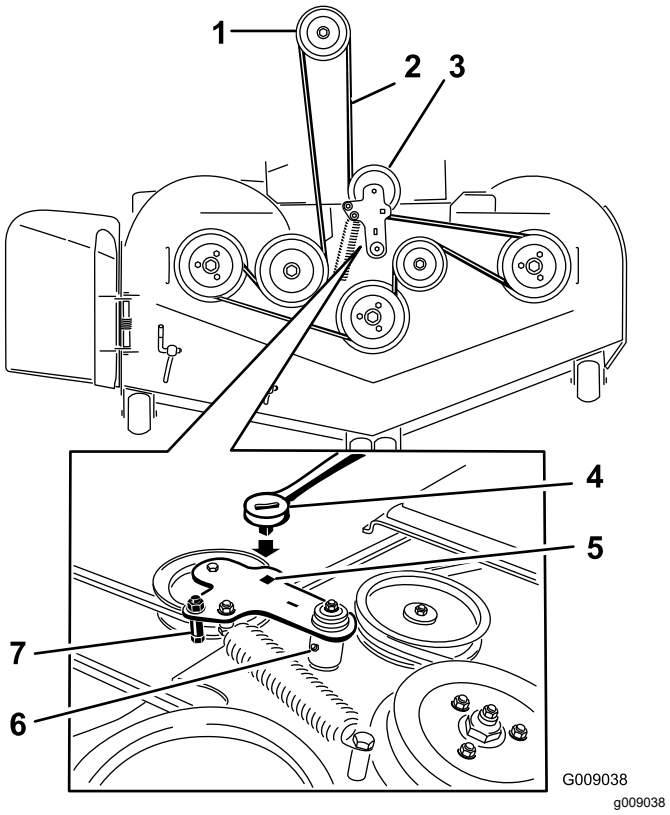
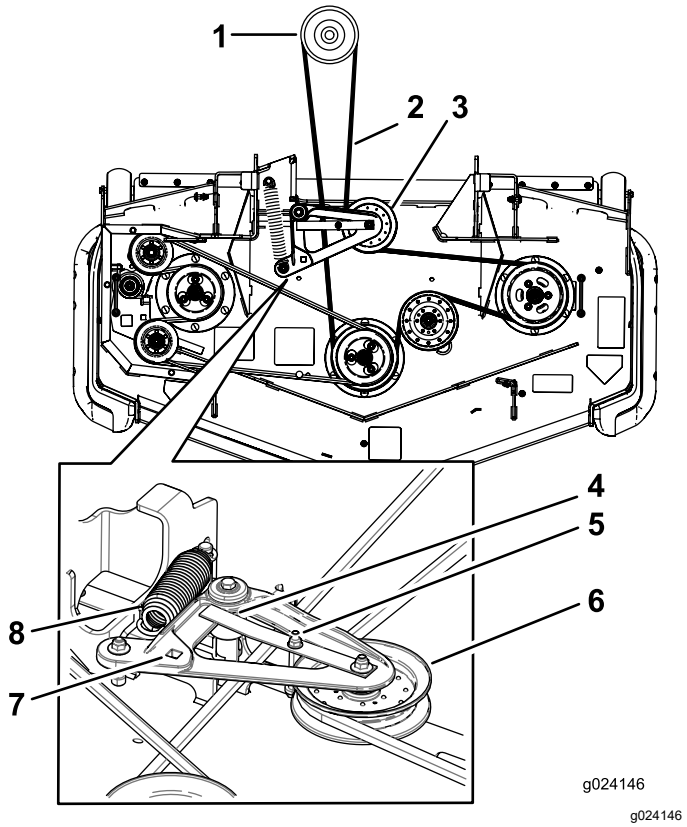

Figur 118
Figur 119
5. Lyft upp fotplattan och för in en spärrhake i det fyrkantiga hålet i klippdäckets mellandrev (Figur 118 eller Figur 119).
6. Vrid klippdäckets mellanskiva medurs, lyft remstyrningsfliken (endast maskiner med bakre utkast) och ta bort klipparremmen (Figur 118 eller Figur 119).